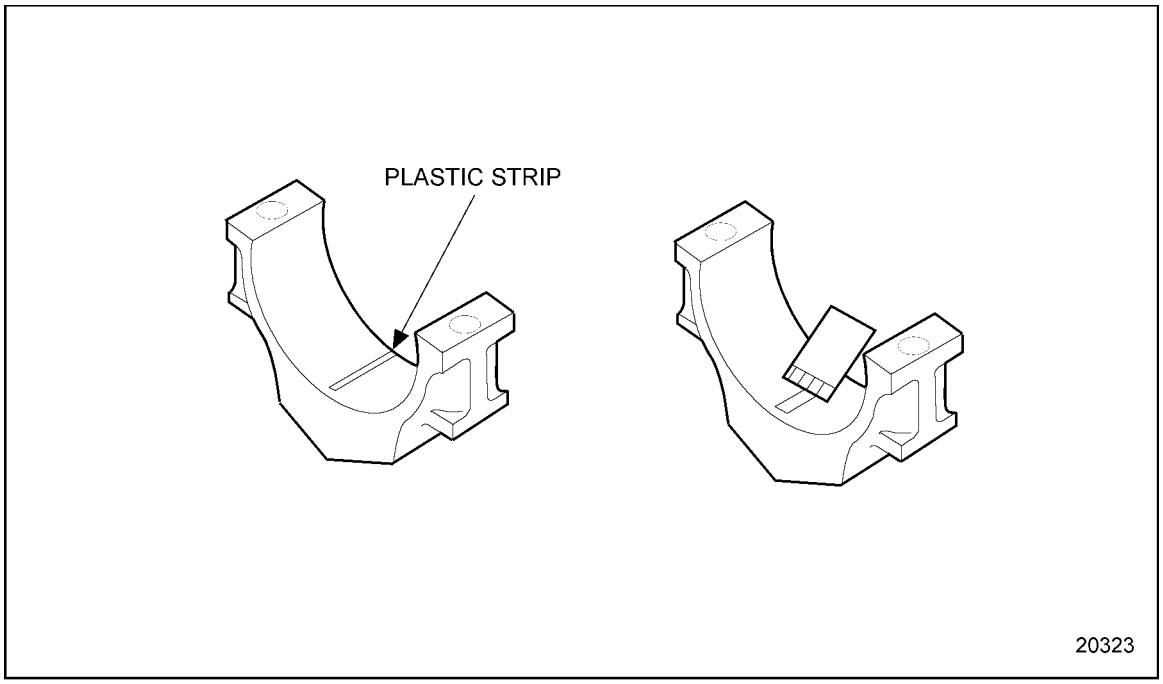

Figure 1-525 Using Plastic Strip to Measure Bearing-to-Crankshaft Clearance
2. Place a piece of plastic strip the full width of the bearing shell, about 1/4 inch off center. See Figure 1-525.
5. Compare the width of the flattened plastic strip at its widest point with the graduations on the envelope. See Figure 1-525. The value within the graduation on the envelope indicates the bearing clearance in thousands of an inch. To obtain metric specifications: